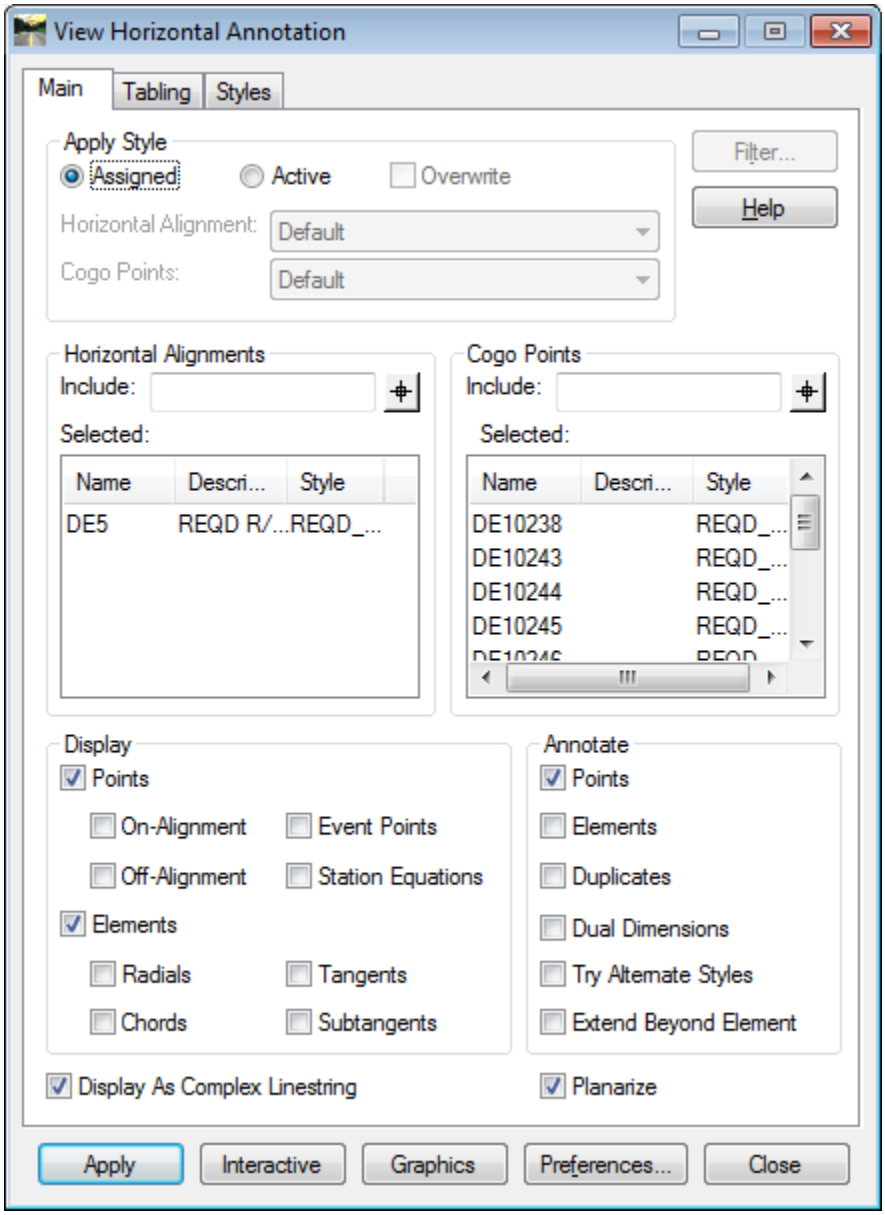

Figure L12-48 View Horizontal Annotation
- In the **View Horizontal Annotation** dialog, verify the Points **DE10238, DE10243, DE10244, DE10245, DE10246, DE10247, DE10248, DE10249 and DE10250** are showing in the **Cogo Points Selected:** field as shown in *Figure L12-48*.